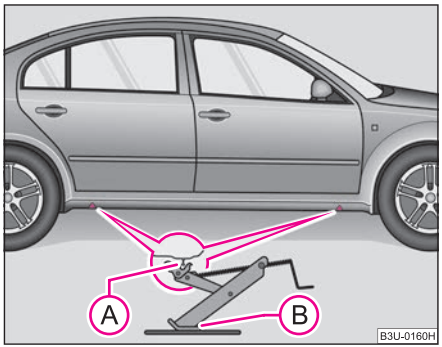

Fig. 195 Changing a wheel: Points for positioning car jack
– Position the lifting jack by selecting the jacking point - lower sill - which is closest to the wheel to be removed ⇒ fig. 195.
– Align the lifting jack so that its claw grasps the web of the lower sill (A) and the moving base plate of the jack (B) is resting flat against firm ground.